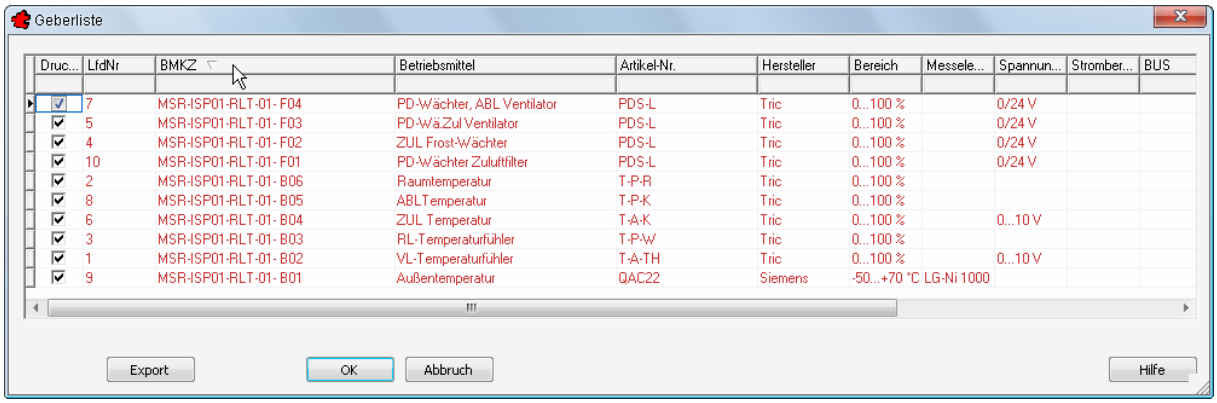

Bild 4.13 – Sortieren der Listen
- Sortieren nach Kostengruppe (Abb. 4.13)